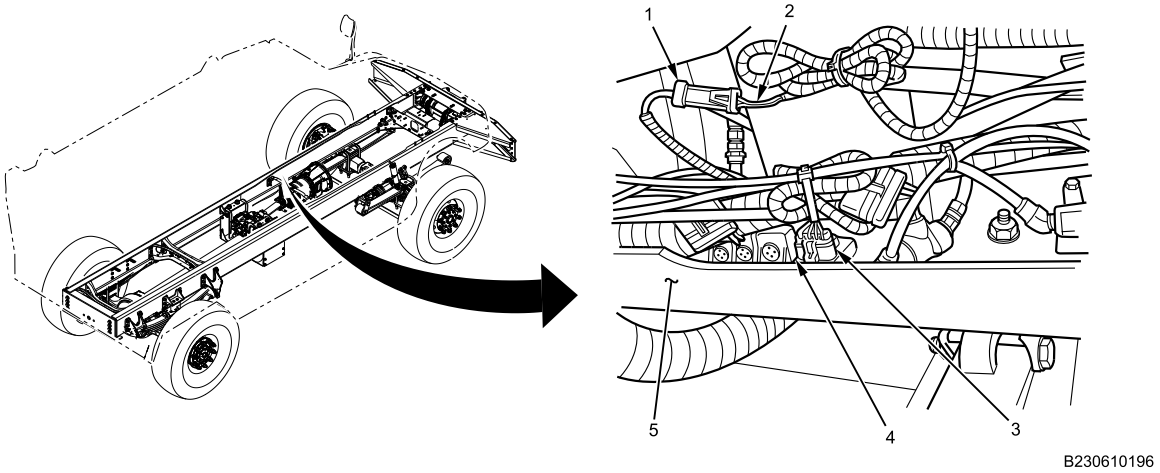

Figure 11. Four-Pack Shift Solenoids Connector.
5. Connect two-pin connector (Figure 11, Item 1) to engine harness (Figure 11, Item 2) near left frame rail (Figure 11, Item 5).
6. Connect five-pin connector (Figure 11, Item 3) to transfer case four-pack shift solenoids (Figure 11, Item 4).